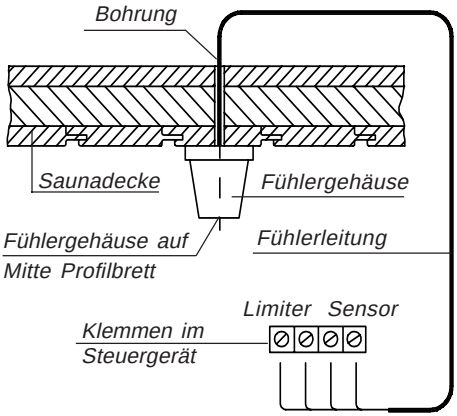

Abb. 10
3. Führen sie die Fühlerkabel durch das gebohrte Loch und schließen Sie die Fühlerleitung gemäß Abb. 10 an.